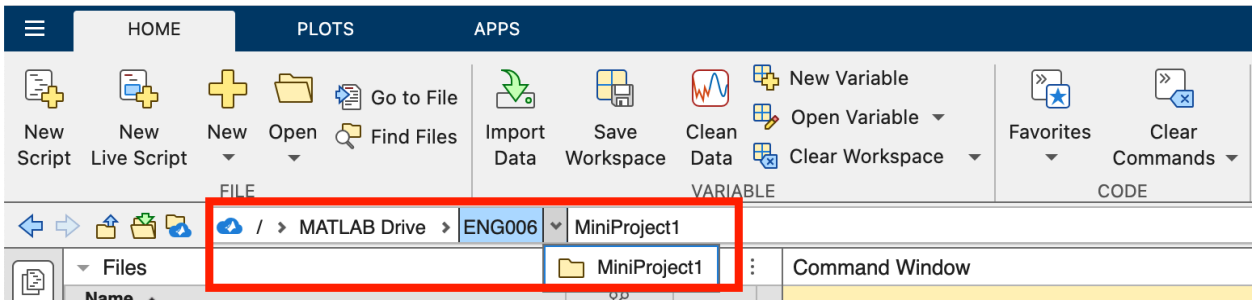

Figure 6: Setting the MATLAB working directory.
- To run your script, you also need to set Matlab’s working directory to the folder “MiniProject1.” To do so, click on the caret as shown in Figure 6 and set your working directory to the folder in which you saved your script.